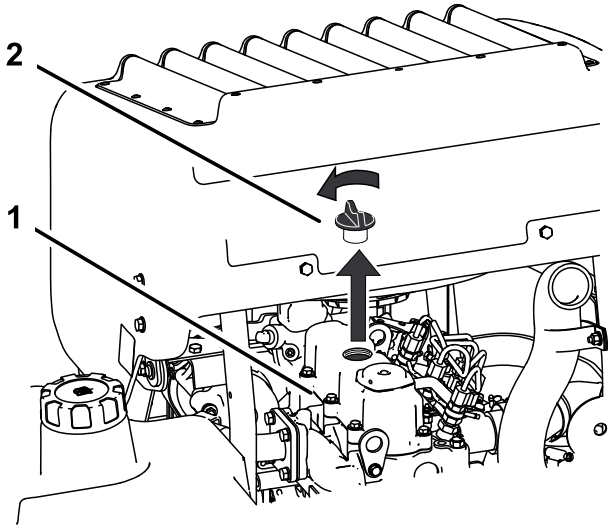

Figuur 49
6. Verwijder de vuldop op de bovenkant van de motor (Figuur 49). Hierdoor kan de olie makkelijker weglopen.
2. Verwijder de vuldop en de peilstok (Figuur 49).